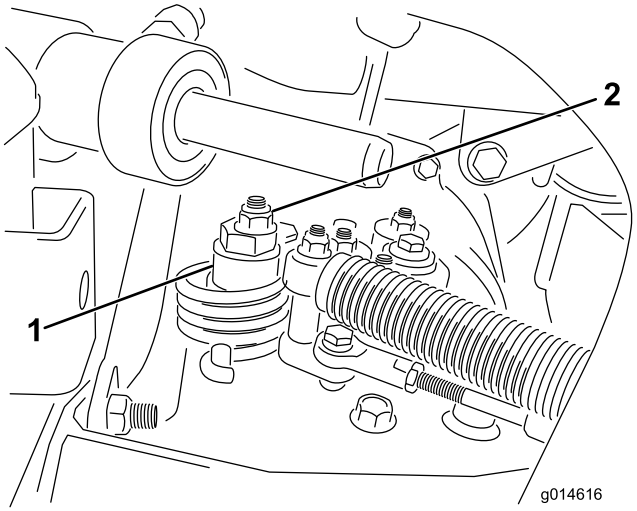

Figur 46
A. Lossa muttern som fäster excenterbulten på hydrostatens ovandel (Figur 46).
C. Vrid excenterbulten tills maskinen inte kryper i någon riktning. När hjulet slutar rotera drar du åt muttern som låser excenterbulten och justeringen (Figur 46). Kontrollera justeringen med gasreglaget i det LÅNGSAMMA och det SNABBA läget.